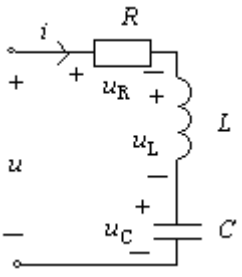

图 9
4. 图 9 电路中，R=30Ω，L=127mH，C=40μF，电源电压 $u=220\sqrt{2}\sin(314t+10^0)$。求：（1）各元件的瞬时电压，并作向量图（含电流及各电压）；（2）电路的功率因数 cosφ及有功功率 P。（计 12 分）